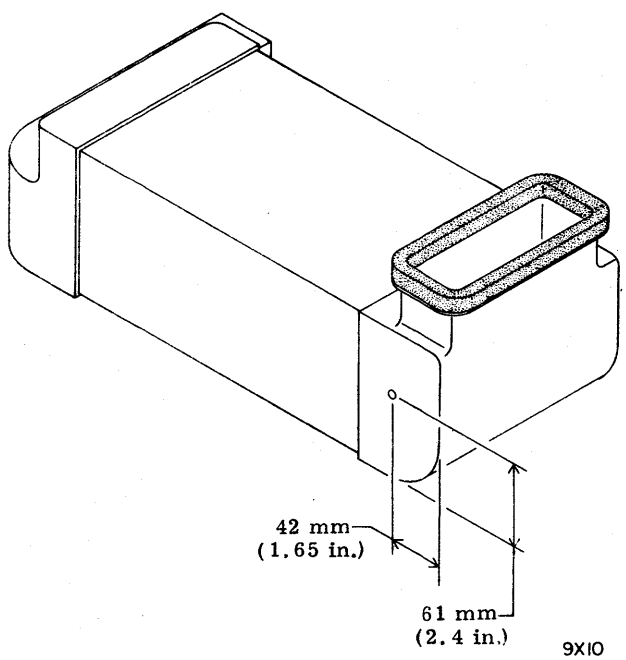

Figure 2-5. Drilling of Absolute Filter
b. Drill a 6.35 mm 0.25 in hole in the location shown in Figure 2-5.